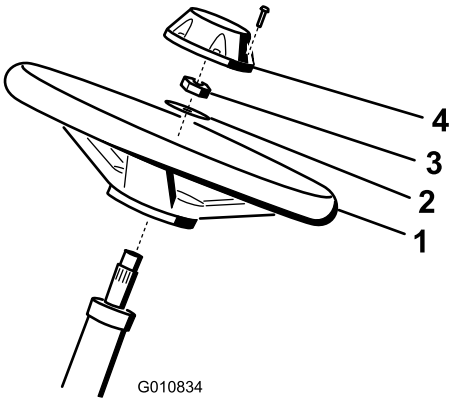

Figur 3
1. Trä på ratten på styraxeln (Figur 3).
2. Trä på brickan på styraxeln (Figur 3).
3. Fäst ratten på axeln med en kontramutter och dra åt den till 27–35 Nm (Figur 3).
4. Montera kåpan på ratten och fäst den med en skruv (Figur 3).